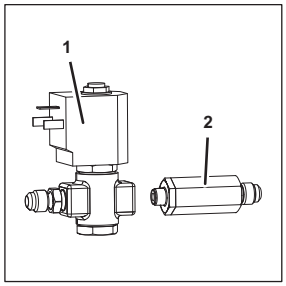

Fig. 68
1. Disconnect the non-return valve (Fig. 68/2) from the solenoid valve (Fig. 68/1).
2. Apply Loctite to the new non-return valve (Fig. 68/2).
3. Attach the non-return valve (Fig. 68/2) to the solenoid valve (Fig. 68/1).